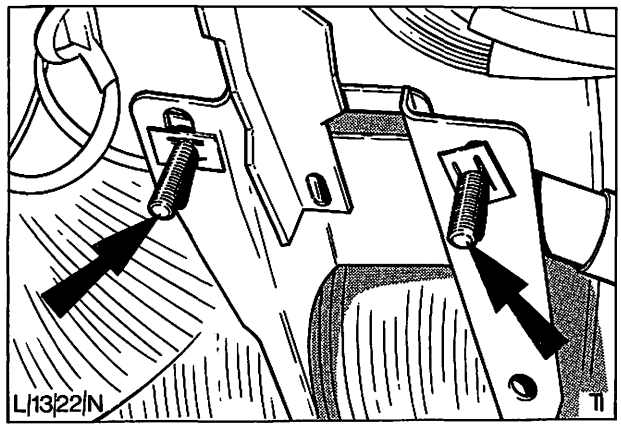

Abb. 16 Befestigungsschrauben – Lenksäule
11. Die andere Mutter der Lenksäulenstütze an der Instrumententafel lösen, siehe Abb. 16.